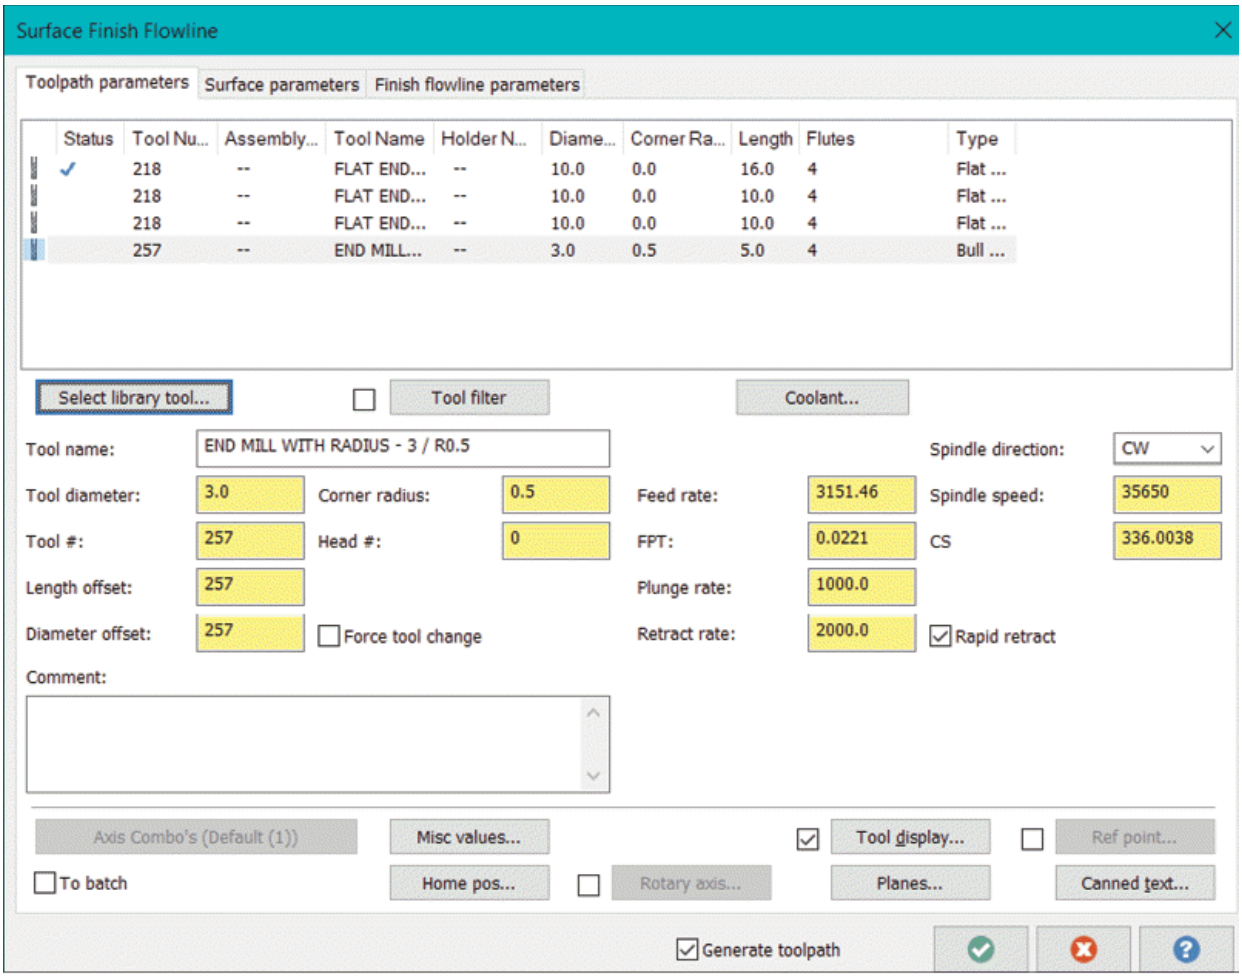

Figure-63. Surface Rough Flowline dialog box
- Select the avoidance area as discussed earlier by using the options in **Check** area of the dialog box and then click on the **OK** button from the **Toolpath/surface selection** dialog box. The **Surface Finish Flowline** dialog box will be displayed; refer to Figure-63.